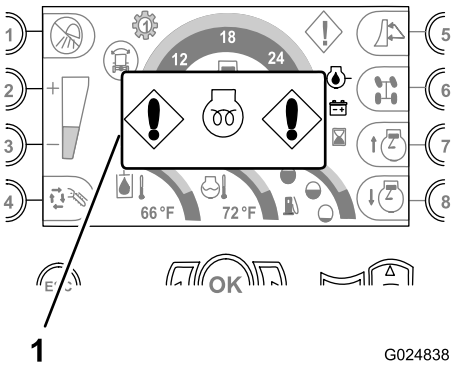

Bild 34
- **Anzeige für das verzögerte Anlassen des Motors:** Diese Anzeige wird angezeigt, wenn das Zündschloss in der Ein-Stellung ist und die Ansauglufttheizung für den Motor aktiviert ist (Bild 34).
Hinweis: Lassen Sie den Motor erst an, wenn die Anzeige nicht mehr sichtbar ist (Bild 34).